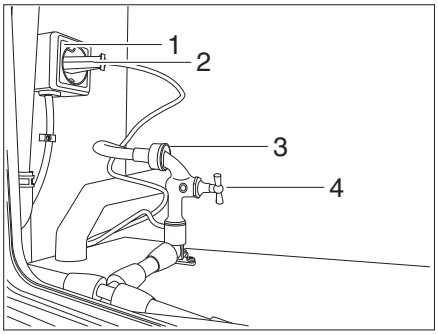

Fig. 180 Connection of macerator toilet
- Connect the bayonet fitting (Fig. 180,3) of the toilet.
- Open the water tap (Fig. 180,4).
- Plug the plug (Fig. 180,2) into the socket (Fig. 180,1).
- Open the water tap of the macerator toilet (Fig. 180,3).